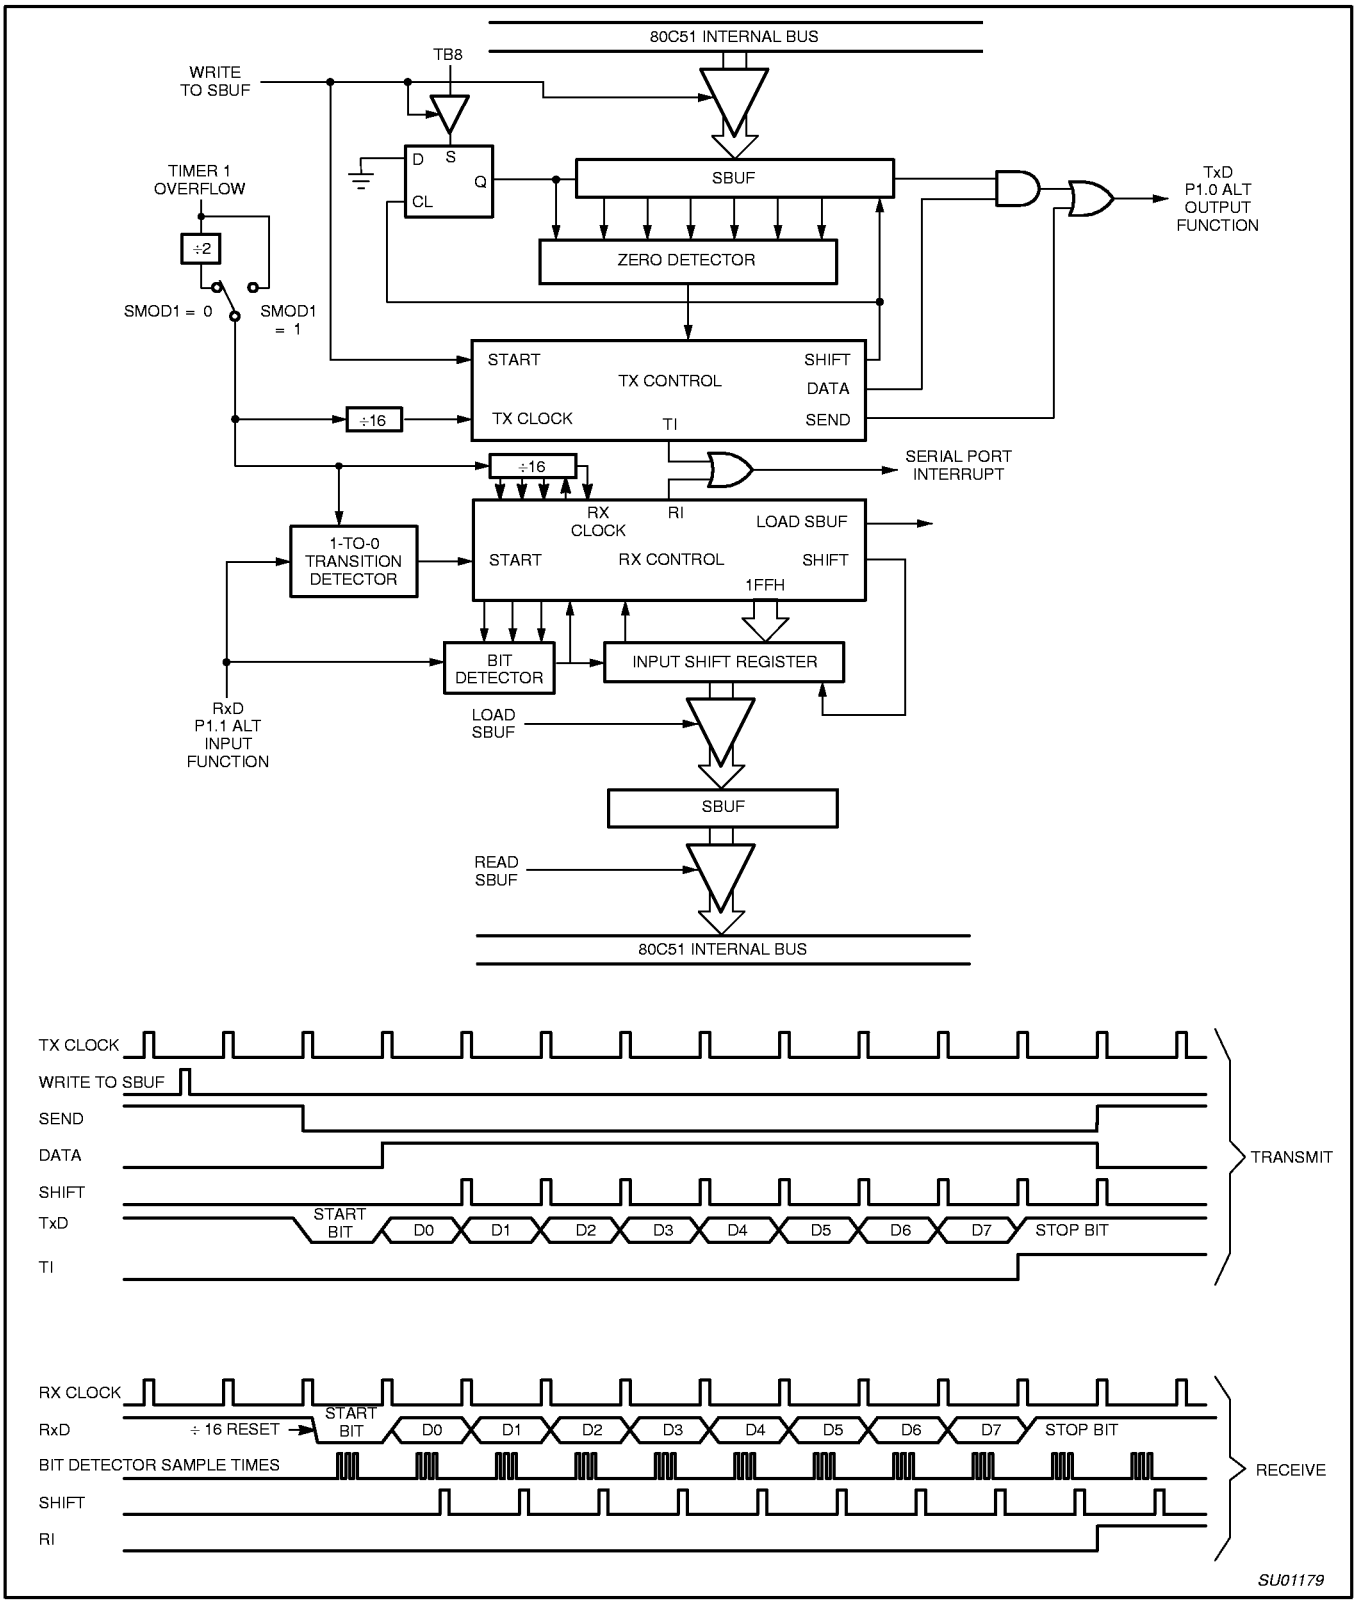

**Figure 32. Serial Port Mode 1**
Ten bits are transmitted (through TxD), or received (through RxD): a start bit (0), 8 data bits (LSB first), and a stop bit (1). On receive, the stop bit goes into RB8 in SCON. In the 87LPC767 the baud rate is determined by the Timer 1 overflow rate. Figure 32 shows a simplified functional diagram of the serial port in Mode 1, and associated timings for transmit receive.